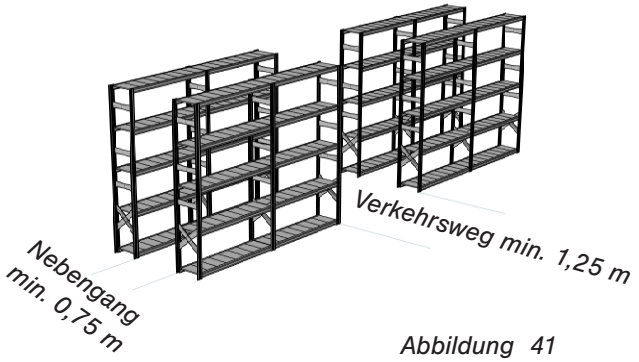

Abbildung 41
f) Bei der Aufstellung der Regale sind die Mindestgangbreiten zu beachten. Verkehrswege mindestens 1,25 m, Nebengänge mindestens 0,75 m (Abb. 41).